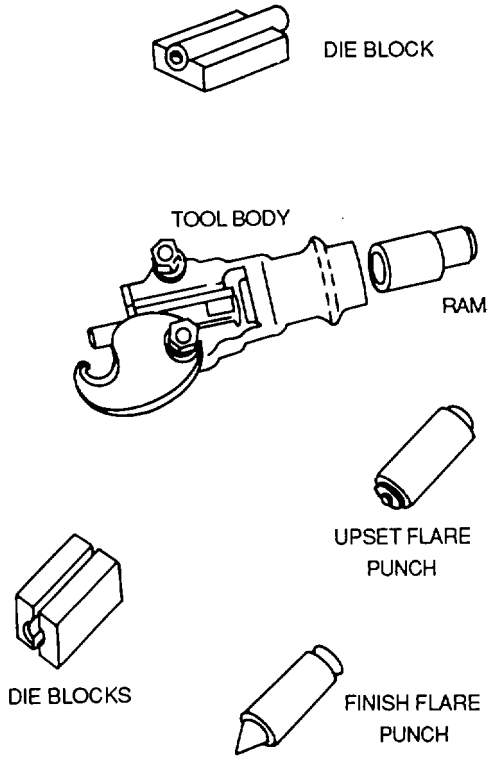

Figure 4-122. Double-Flaring Tool
(2) *Double-flaring tool.* The double-flaring tool, shown in figure 4-122, has two punches which are tapped by a hammer to produce the flare. Refer to TM 1-1500-204-23-2 for the applications of a double flare.